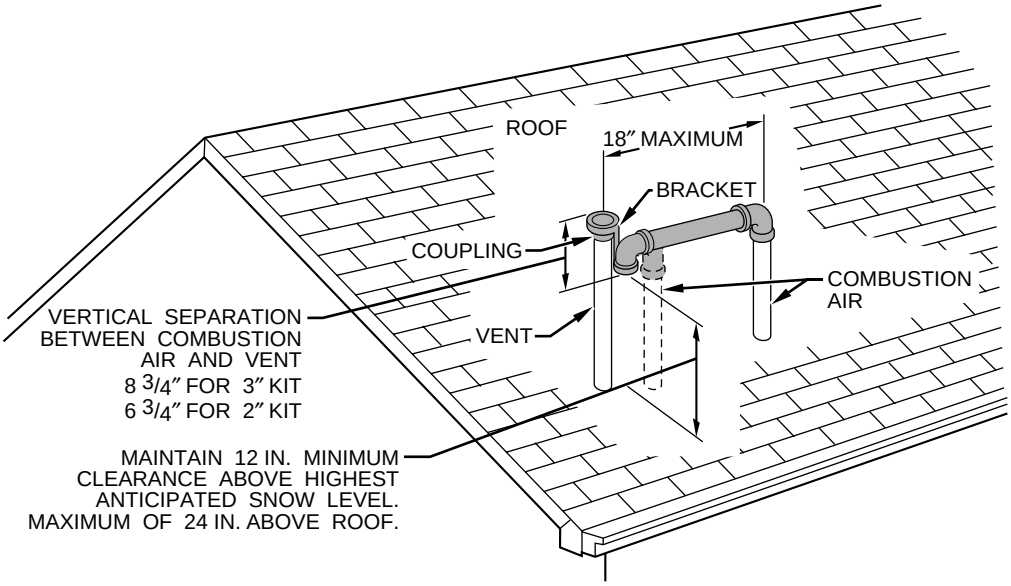

Fig. 37—Roof Termination (Preferred)
Combustion-air and vent pipes must terminate outside structure. A factory accessory termination kit must be installed in 1 of the installations shown in Fig. 37, 38, 39, 40, and 41. Four termination kits are available.
NOTE: Shaded parts in Fig. 37, 38, 39, 40, and 41 are considered to be termination. These components should NOT be counted when determining pipe diameter. Roof termination is preferred since it is less susceptible to damage, has reduced chances to take in contaminants, and has less visible vent vapors. (See Fig. 37 or 38.) Sidewall termination may require sealing or shielding of building surfaces with a corrosive resistance material due to corrosive combustion products of vent system.
Roof terminations-Loosely install pipe coupling on properly cut vent pipe. Coupling must be positioned so bracket will mount as shown in Fig. 37.
For applications using combustion-air pipe option, indicated by dashed lines in Fig. 37, install 90° street elbow into 90° elbow, making U-fitting. A 180° U-fitting may be used.
5. Check required dimensions as shown in Fig. 37, 40, or 41.